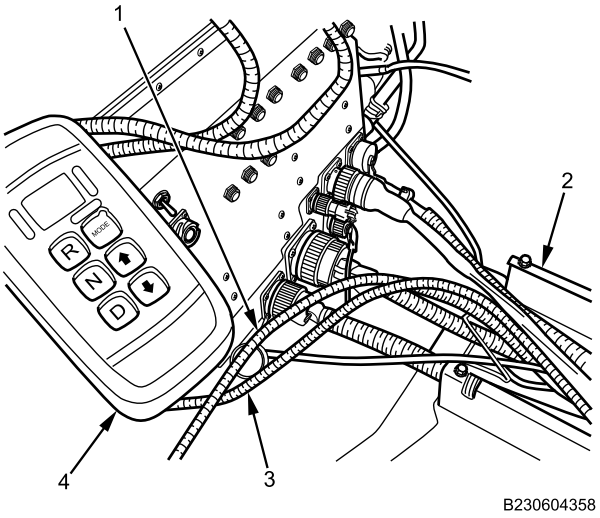

Figure 11. 12V Power Outlet Harness.
4. Route 12V feed harness (Figure 11, Item 1 and 3) from driver selector console (Figure 11, Item 4) through electrical harness storage duct (Figure 11, Item 2).